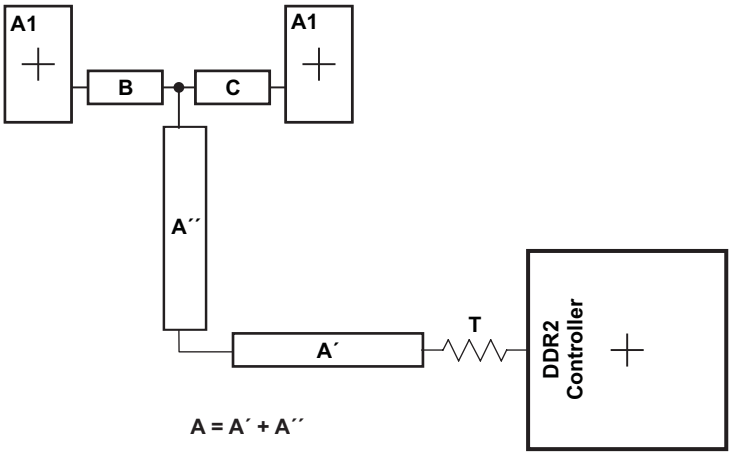

Figure 9-52. CK and ADDR_CTRL Routing and Topology
Figure 9-52 shows the topology of the routing for the CK and ADDR_CTRL net classes. The route is a balanced *T* as it is intended that the length of segments B and C be equal. In addition, the length of A (A'+A") should be maximized.
(1) The length of segment A = A' + A″ as shown in Figure 9-52.
(2) Series terminator, if used, should be located closest to the processor.
(3) Center-to-center spacing is allowed to fall to minimum (w) for up to 500 mils of routed length to accommodate BGA escape and routing congestion.
(4) CACLM is the longest Manhattan distance of the CK and ADDR_CTRL net classes.